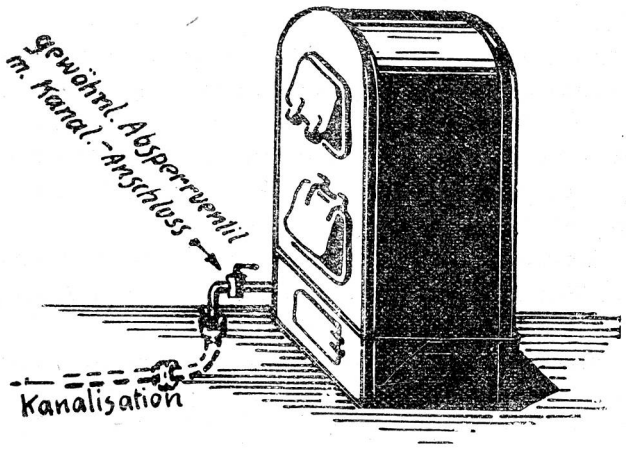

Fig. 2.
2. Bei der direkten Verbindung der Kessel-Entleerungsleitung, Fig. 2, mit der Kanalisation unter Einschaltung eines gewöhnlichen 3/4 zölligen Reiberhahnens (Absperrventils) ist keine Kontrolle vorhanden, ob sich die Anlage entleert oder nicht; denn es kommt vor, daß die üblich anzubringenden kleinen Reiberhahnen (Absperrventile), welche nur kleine Dichtungsflächen besitzen, undicht oder nicht genügend geschlossen werden und dadurch die Zentralheizungsanlage sukzessive unbemerkt leerlaufen kann, was bei der nächsten Inbetriebsetzung der Heizung